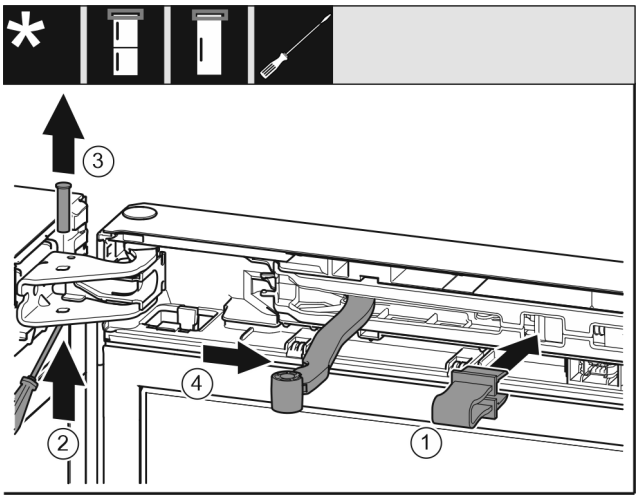

Fig. 13
▶ Sicherung *Fig. 13 (1)* in Öffnung einrasten.
▶ Bolzen *Fig. 13 (2)* herausschieben.
▶ Bolzen *Fig. 13 (3)* nach oben herausnehmen.
▶ Gelenk *Fig. 13 (4)* in Richtung Tür drehen.